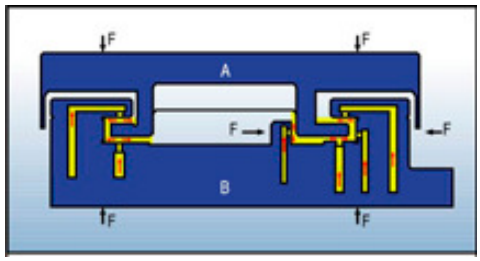

Figura 2
d) (0,5 PONTOS) Na Figura 2 um determinado fluído lubrificante é injetado sobre pressão, entre as guias lineares de uma retificadora. A mesa A se movimenta com relação à estrutura B. Em havendo separação das superfícies de contato, pode-se supor que haverá diminuição do atrito no movimento relativo das peças e esta configuração é caracterizada como um mancal de deslizamento hidrostático. O projetista escolheu esta configuração de mancal por ser a mais barata dentre os mancais de deslizamento.